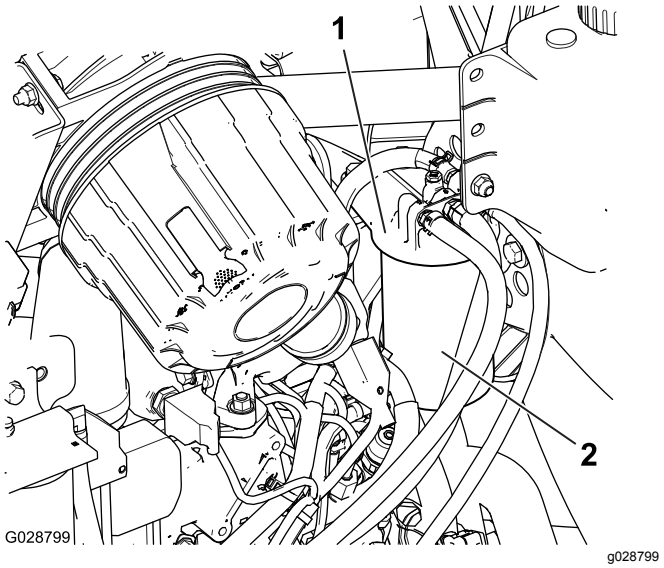

Figuur 90
1. Maak de omgeving van de kop van het brandstoffilter schoon (Figuur 90).
2. Verwijder het filter en reinig het filterkopplaatsingsoppervlak (Figuur 90).